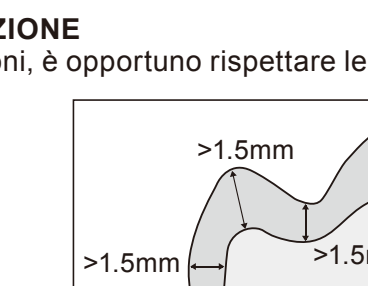

Figura 1
- Lo spessore minimo della parete dovrebbe essere 1,5 mm, 1,0 mm sui margini. Preparare i margini con un bisello profondo o una spalla arrotondata. (Figura 1)
- El espesor mínimo de la pared debe ser de 1,5 mm, 1,0 mm en los márgenes. Prepare los márgenes en chanfer u hombro redondeado. (Figura 1)